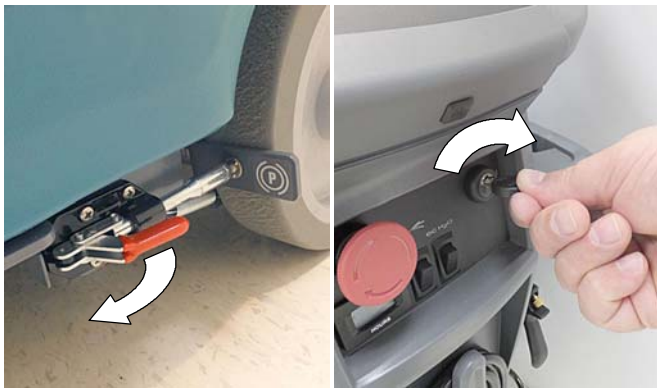

図　72
1. パーキングブレーキレバーが装備されている場合は、それを解除します（図72）。
2. キーをオン（I）の位置に回します（図72）。